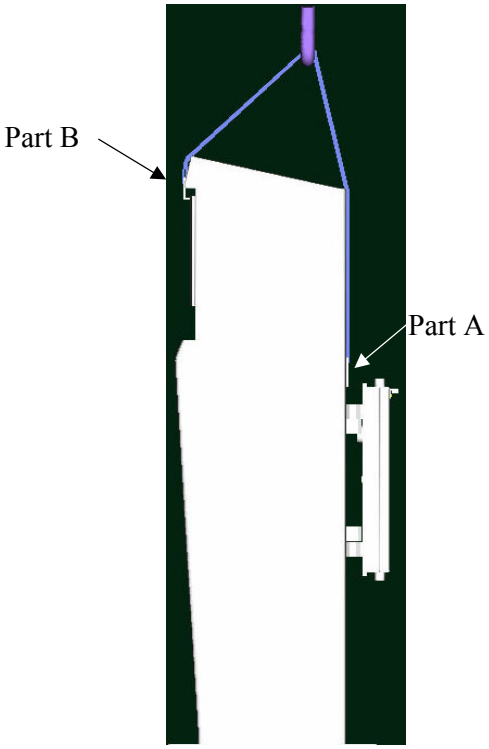

Figure 4 - Lifting with door open
2) The terminal must be lifted with the door open (see Figure 4).